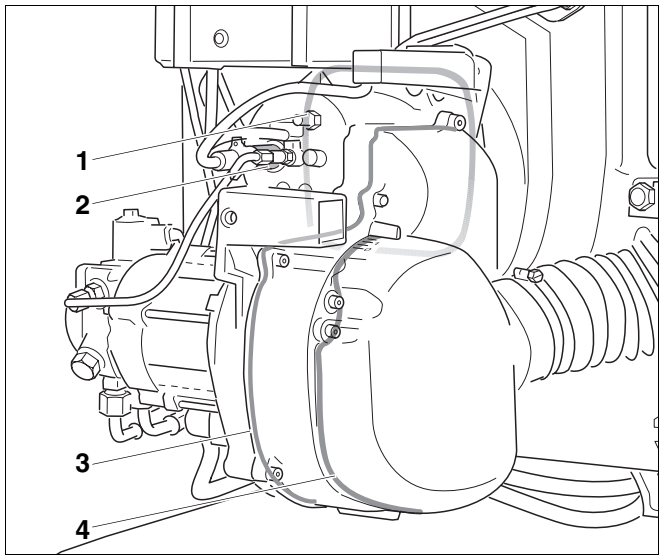

Afb. 41 Bijkomende afdichting van de Logatop BE RLU
– vlakke dichting voor de branderflens (afb. 41, **pos. 1**)
– afdichting voor de geluiddemper (afb. 41, **pos. 4**)
– bodem van de behuizing met dichting in rond snoer (afb. 41, **pos. 3**).
– houder voor plaatsing van de fotocel (afb. 41, **pos. 2**).